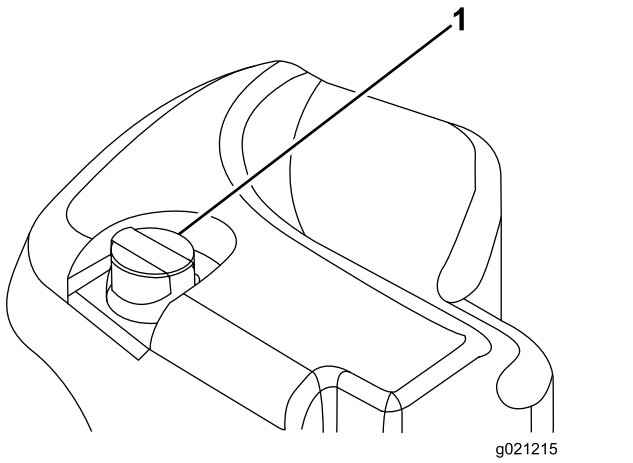

Figura 31
2. Limpe a zona em redor do tubo de enchimento e da tampa do depósito hidráulico (Figura 31). Retire a tampa do tubo de enchimento.